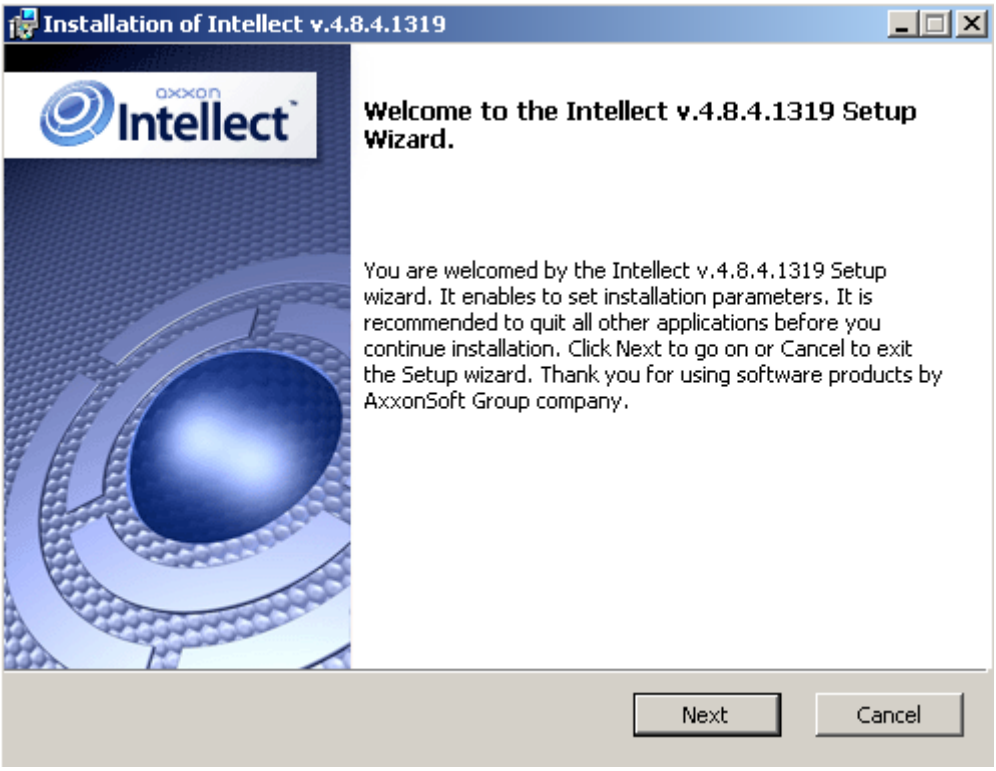

Figure 5.1-32 The “Welcome to the Intellect Setup Wizard” box
After this the "Welcome to the Intellect Setup Wizard" box is displayed (Figure 5.1-32).
9. Click the “Next” button (Figure 5.1-32).